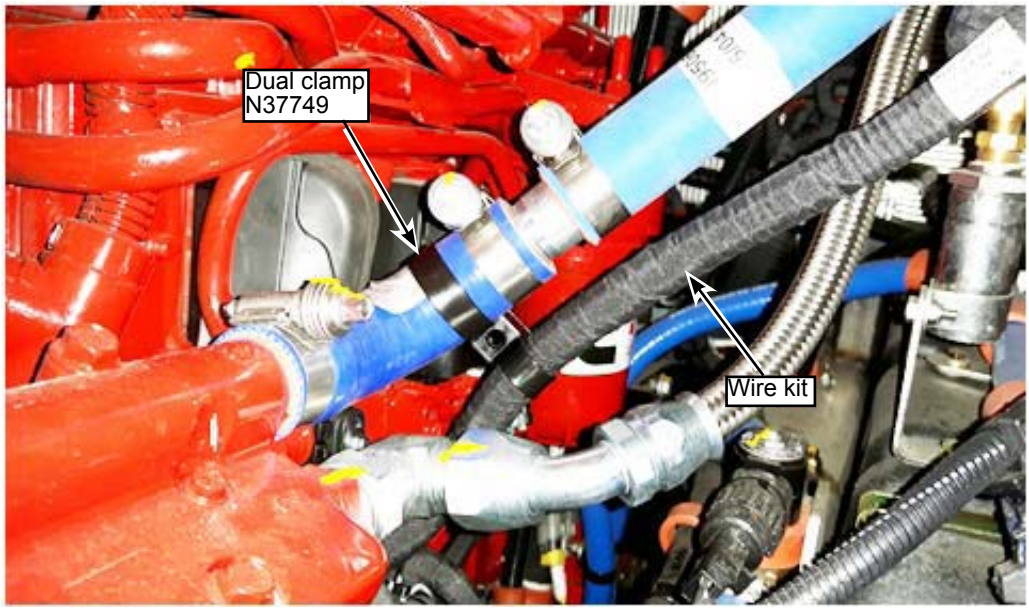

Figure 7 - Routing of Wire Kit
1.8. Continue routing up along the blue hose, use a dual clamp tie wrap N37749 as shown below (see Figure 7).